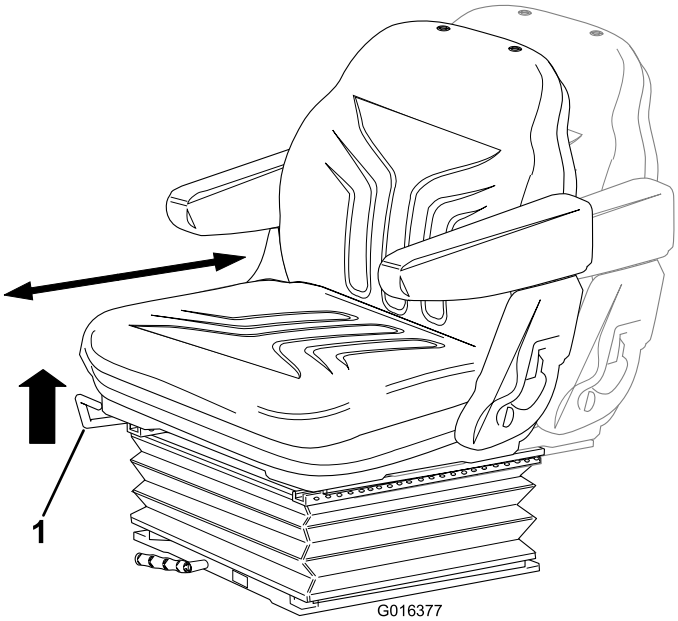

Figuur 11
- .**Lengte-instelling:**Beweeg de hendel naar boven om de stoel in de lengterichting te verstellen. Laat de hendel los om de stoel in zijn stand te vergrendelen (Figuur 11).